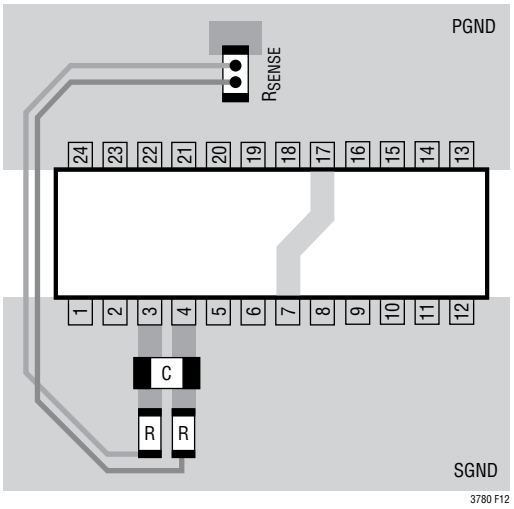

Figure 12. Sense Lines Layout
- Route $SENSE^-$ and $SENSE^+$ leads together with minimum PC trace spacing. Avoid sense lines pass through noisy area, such as switch nodes. The filter capacitor between $SENSE^+$ and $SENSE^-$ should be as close as possible to the IC. Ensure accurate current sensing with Kelvin connections at the SENSE resistor. One layout example is shown in Figure 12.